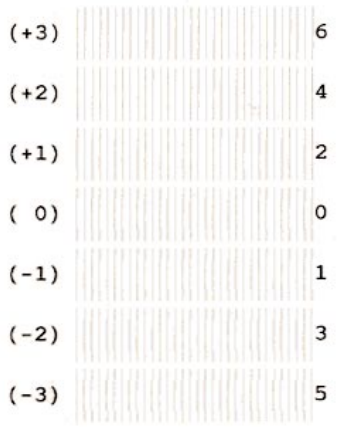

Figure 3-8 Head Position Adjustment Pattern (Sample)
2) The printer starts to print the head position adjustment pattern. (See *Figure 3-8 Head Position Adjustment Pattern (Sample)*)